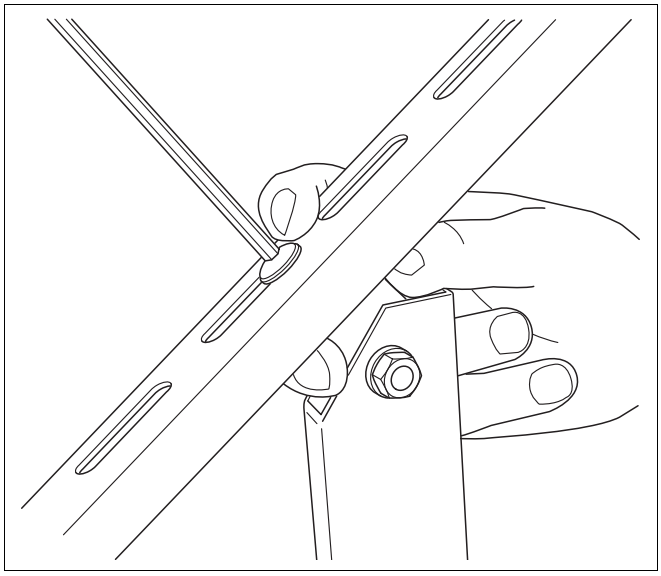

Afb. 21 Steunen aan de collectorsteun vastschroeven
- Schroef de steunen (afb. 21) met behulp van een schroef met bolle kop vast aan de bovenste aanslag van de lange bevestigingsopening.